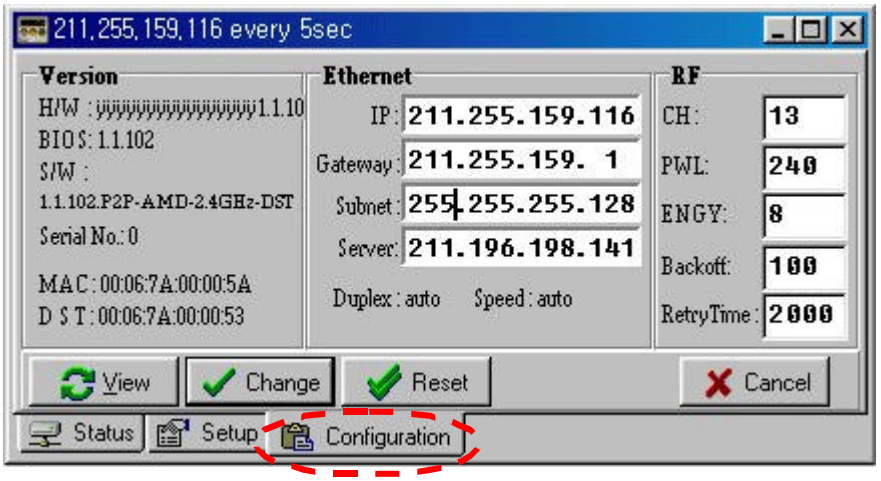

Fig10
③ **FWB2411 Configuration (Fig10)**